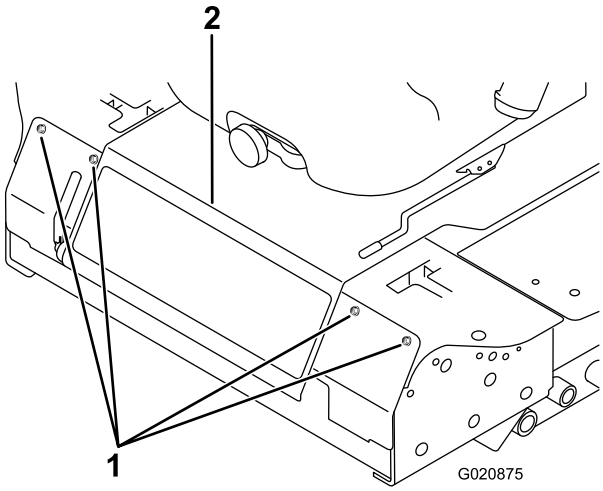

**Rysunek 52**
3. Usuń śruby mocujące panel przedni i zdejmij go (Rysunek 52).